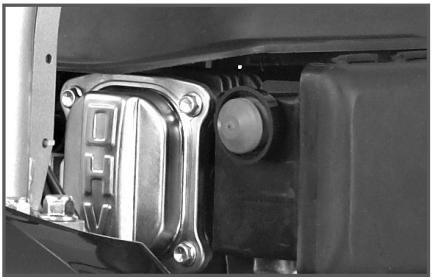

Рис.13 Праймер подкачки топлива
2. Нажмите на праймер подкачки топлива 1 (Рис.13) три раза. При запуске теплого двигателя или в жаркую погоду праймер нажимать не надо.